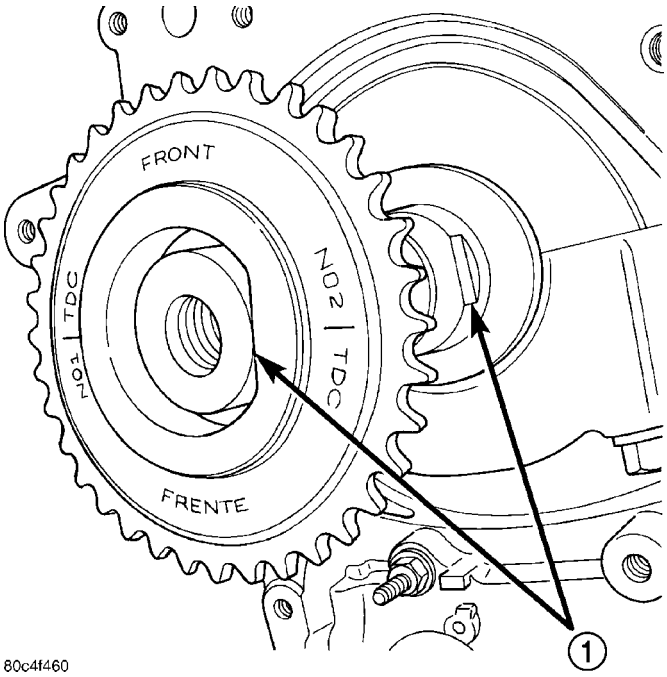

Fig. 140 Balance Shaft Sprocket Alignment to Crankshaft
(3) Install gear cover and tighten double ended stud/washer fastener to 12 N·m (105 in. lbs.).
(4) Align flat on balance shaft drive sprocket to the flat on crankshaft (Fig. 140).